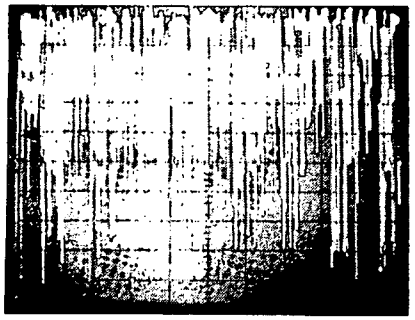

**Figure 3-34. Typical Turn On Display.**
e. Set the POWER switch to the ON (AC) position. The POWER light will illuminate.
f. Allow approximately 15 seconds for the CRT to warm up. Adjust the INTENSITY and FOCUS controls for a bright, clear presentation on the CRT. When the instrument is initially turned on, the display may be similar to the one shown in Figure 3-34. This display reflects the preferred states of the storage elements in the digital memory and is not meaningful. To clear the display, press the CLEAR WRITE button.
c. Allow approximately 15 seconds for the CRT to warm up. Adjust the INTENSITY and FOCUS controls for a bright, clear presentation on the CRT. When the instrument is initially turned on, the display may be similar to the one shown in Figure 3-34. This display reflects the preferred states of the storage elements in the digital memory and is not meaningful. To clear the display, press the CLEAR WRITE button.